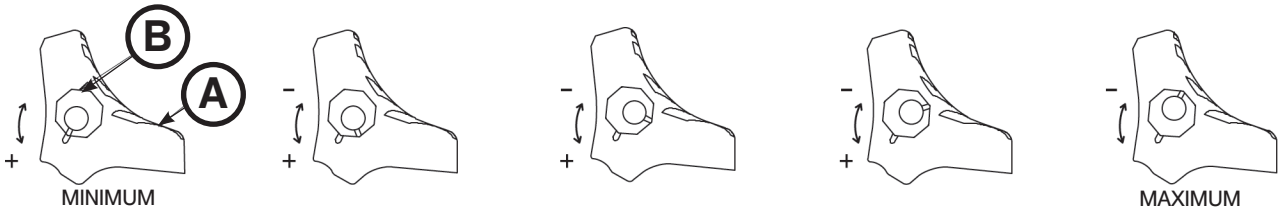

Figur 70
1. Avlägsna hylsskruven från låspedalens mitt med hjälp av en 5/32" insexnyckel och en 7/16" kombinationsnyckel eller hylsa. Hjullåset är från början monterat med pedalen inställd på minsta låskraft. Markeringen på pedalen (A) är inriktad mot markeringen på den åttkantiga hylsan (B) (Figur 70).
2. Avlägsna hylsan (B). Vrid hylsan moturs för att öka pedalens låskraft och medurs för att minska låskraften. För in hylsan i pedalen (Figur 70).
1. Avlägsna de tre insexskruvarna (A) som håller fast fästena (B) vid basramen (C) med en T30 torxskruvmejsel (Figur 70). Spara skruvarna för återmontering.